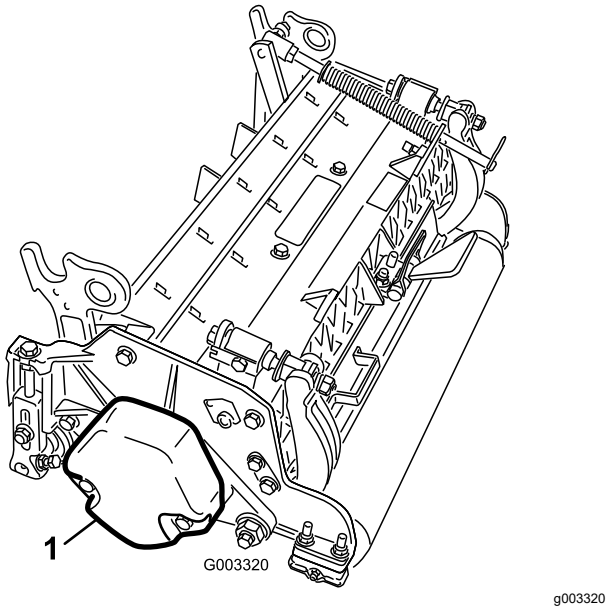

Figuur 3
4. Monteer het contragewicht (Figuur 3) aan de juiste kant van de maaidekken; zie de *Gebruikershandleiding* van de maaidekken.